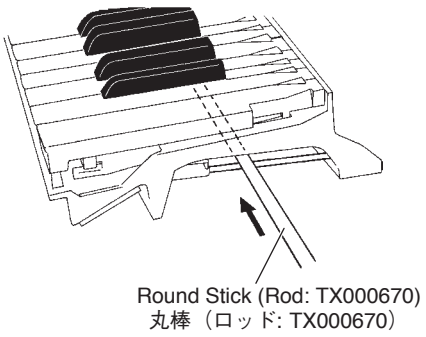

Fig.18（図 18）
* ***After inserting a round stick (Rod: TX000670) between the frame and keys, remove the circuit boards. (Fig.18)***
※ **シートを外す前に、接点ゴムを歪ませないように、フレームとハンマーの間に丸棒（ロッド :TX000670）を挿入しておきます。(図 18)**